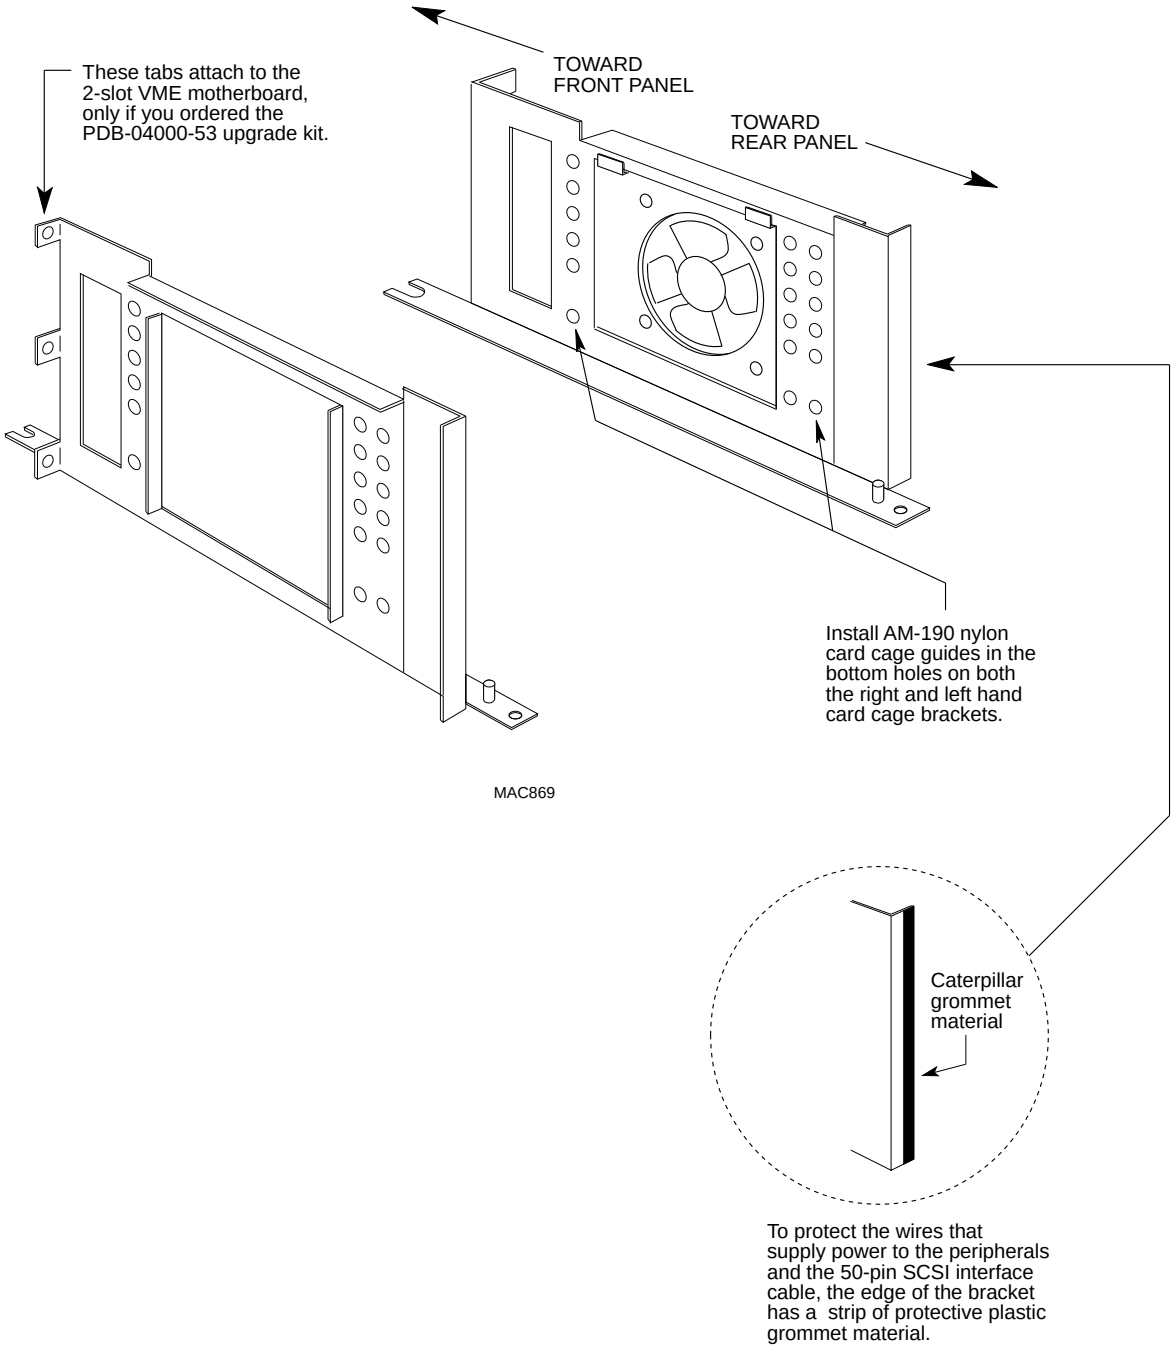

Figure C-4. AM-190 Mounting Bracket Assembly
1. The two brackets designed for installing the AM-190 board are shown in Figure C-4. The same four studs that held the old CPU board mounting base in position are used to hold the AM-190 mounting brackets.
4. After the E.M.I. shield is in position, install the card cage brackets as shown in Figure C-4. Install the four nuts that hold the brackets in place.